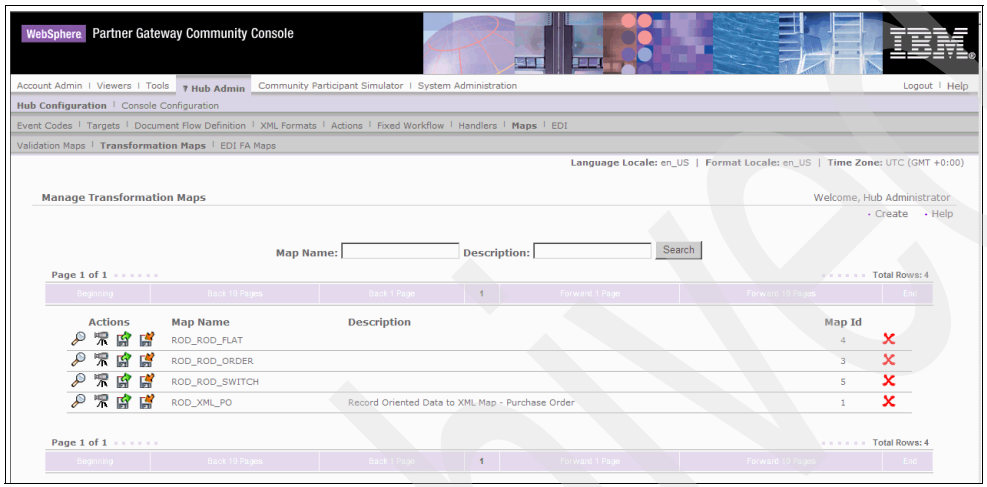

Figure 16-23 List of transformation maps uploaded
2. We can see the maps listed as shown in Figure 16-23.